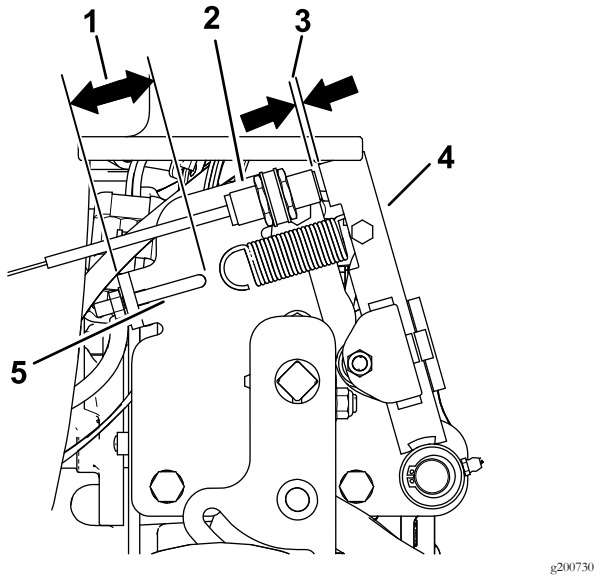

Figur 7
1. Juster stramningen af fjedrene som vist i Figur 7.
2. Juster neutralkontakten som vist i Figur 7.